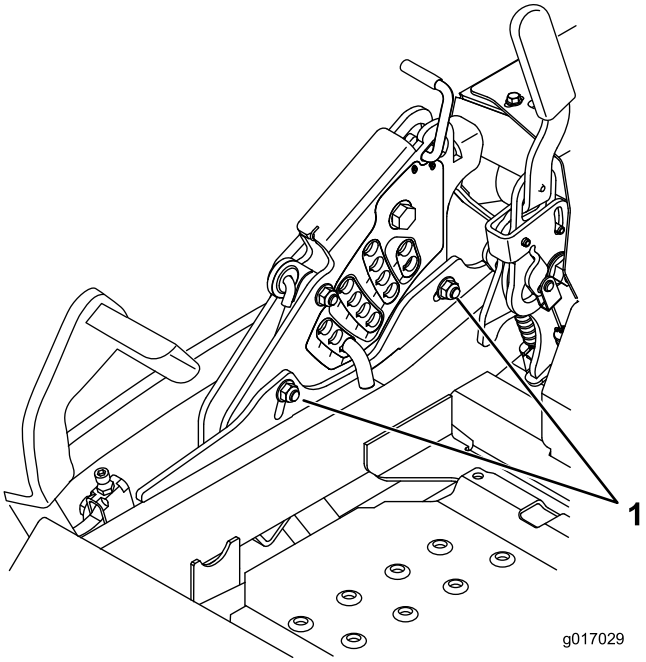

**Figure 87**
12. To adjust the single point system, loosen the two bolts at the bottom of the height of cut plate. Refer to Figure 87.
14. Tighten the two bolts at the bottom of the height of cut plate (Figure 87). Torque to 37-45 N-m (27-33 ft-lb).